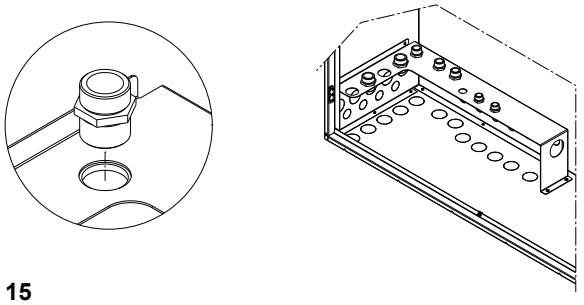

fig. 15
- Verificare che i nippli di ottone e le ghiere siano stati posizionati come indicato in fig. 15